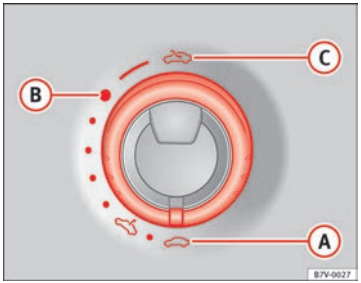

Fig. 59 No revestimento interior do tecto: rode o comutador para abrir e fechar.
⇒ Fig. 59
- O comutador ⇒ Fig. 59 (1) deve estar na posição de «fechado» (A).